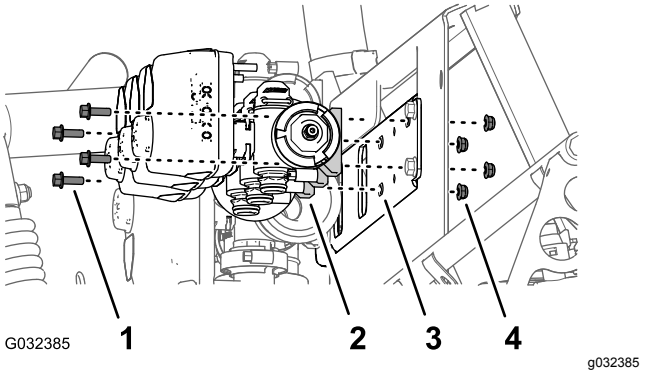

Figuur 60
1. Verwijder de 2 flenskopbouten (1/4 x 3/4") en 2 borgmoeren (1/4") waarmee de klep van de rechter spuitboom bevestigd is aan de bevestigingsbeugel van het verdeelstuk (Figuur 60).
2. Verwijder de 2 flenskopbouten (¼" x ¾") en 2 borgmoeren (¼") waarmee de klep van de linker spuitboom bevestigd is aan de bevestigingsbeugel van het verdeelstuk (Figuur 60).
3. Verwijder de spuitboomkleppen van de bevestigingsbeugel van het verdeelstuk en bewaar de kleppen (Figuur 60).